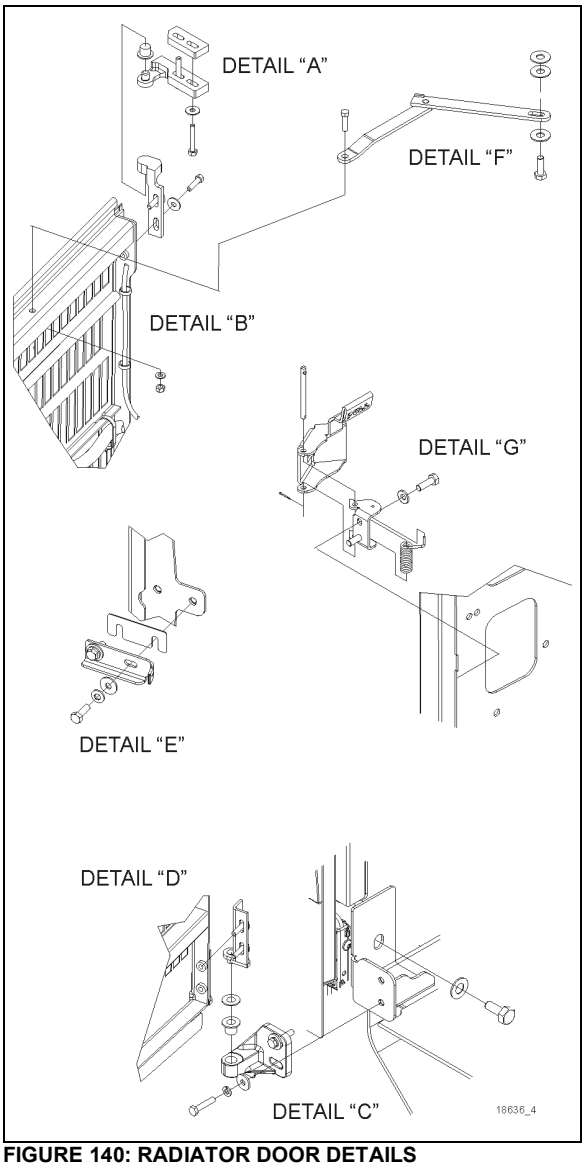

**FIGURE 140: RADIATOR DOOR DETAILS**
To adjust the latch mechanism (details “E” and “G”, Figure 140) and the striker pin:
5. Open the door and slightly loosen the latch tab (detail “E”, Figure 140).